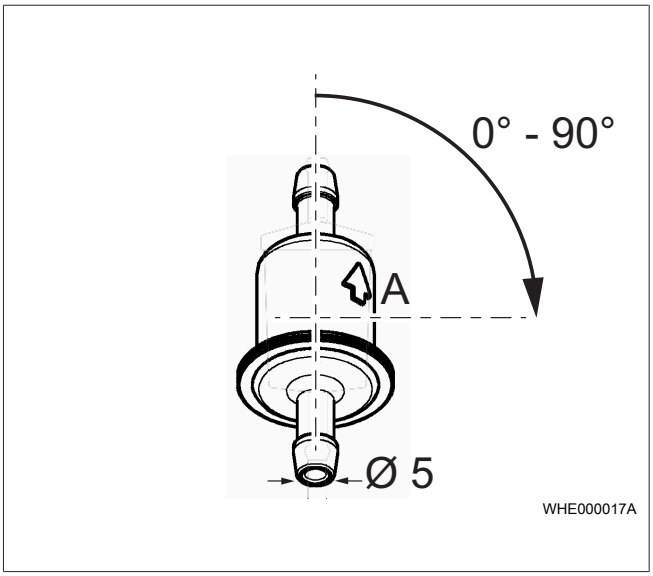

Afb. 14 Toegestane inbouwpositie brandstoffilter
- ▶ Zorgen voor correcte inbouwpositie. Daarbij letten op doorstroomrichting van de brandstof (pijlrichting) in Afb. 14.